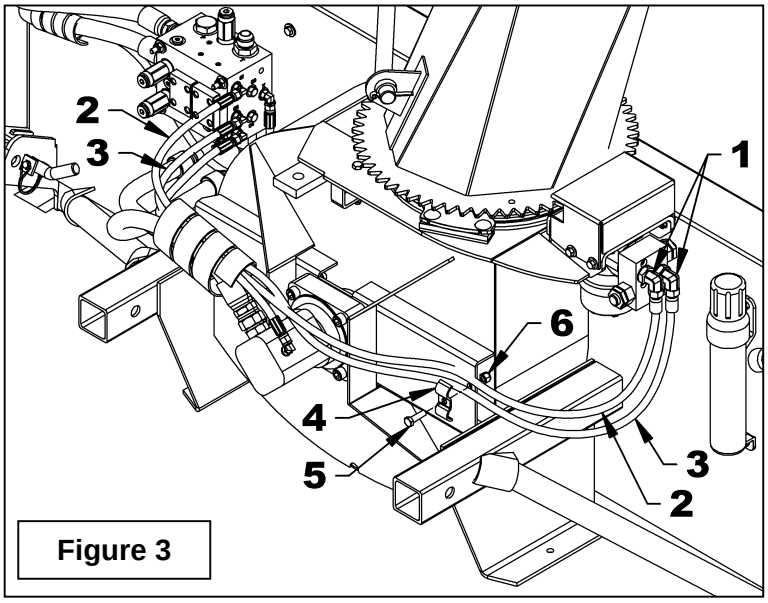

Figure 3
3. **Figure 3:** Installer les coudes 90° 9/16JIC M. X 7/8 ORBM (item 1) dans les ports du moteur en positionnant les coudes vers le bas.
4. **Figure 3:** Brancher les boyaux (items 2-3) aux coudes 90° du bloc hydraulique et au moteur hydraulique tel qu'illustré.
5. **Figure 3:** Fixer les boyaux avec la crampe (item 4), le boulon 3/8" x 1 1/4" lg (item 5) et l'écrou à bague de nylon (item 6).